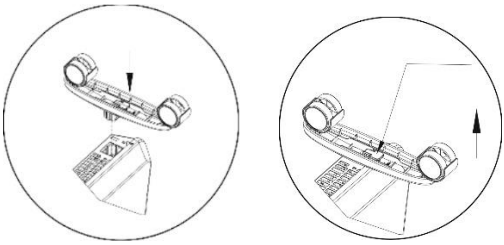

Рис. 1 Установка/снятие ножек
2. Зафиксируйте опоры на конвекторе (**Рис.1**).